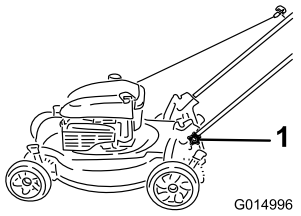

Figuur 37
1. Draai de knoppen van de handgreep los totdat u het bovenste deel van de handgreep vrij kunt bewegen (Figuur 37).